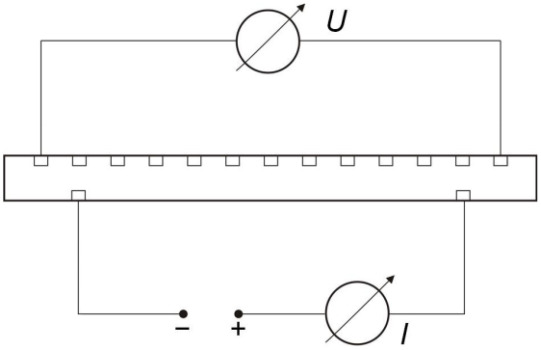

Fig. 1 Schematische Darstellung der Vierleitermessung
- Netzgerät und Amperemeter gemäß Fig. 1 anschließen. Die Metallstäbe besitzen in Höhe der zweiten und der zwölften Messstelle seitlich zwei Bohrungen für Stromanschluss.